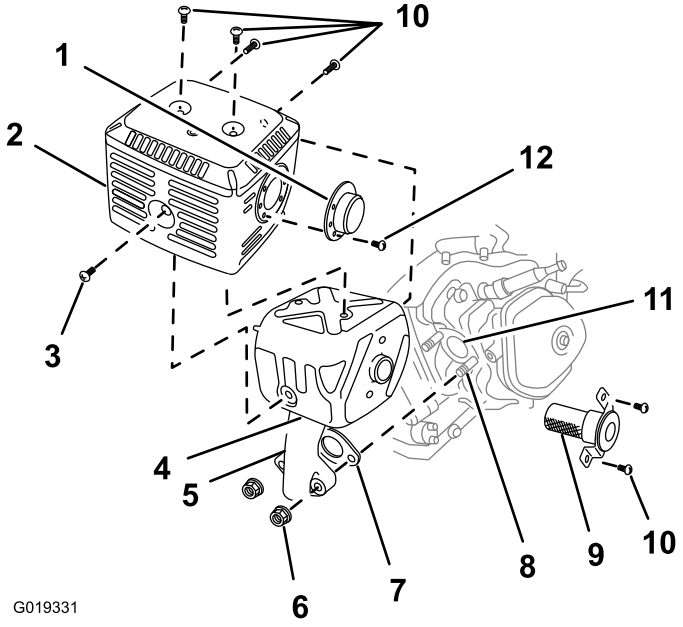

Figure 56
2. Remove the 2 nuts (8 mm) and remove the muffler from the cylinder (Figure 56).
3. Remove the 3 screws (4 mm) from the exhaust deflector and remove the deflector (Figure 56).
4. Remove the screws (5 mm and 6 mm) from the muffler protector, and remove the muffler protector (Figure 56).
5. Remove the screw (4 mm) from the spark arrester and remove the spark arrester from the muffler (Figure 56).